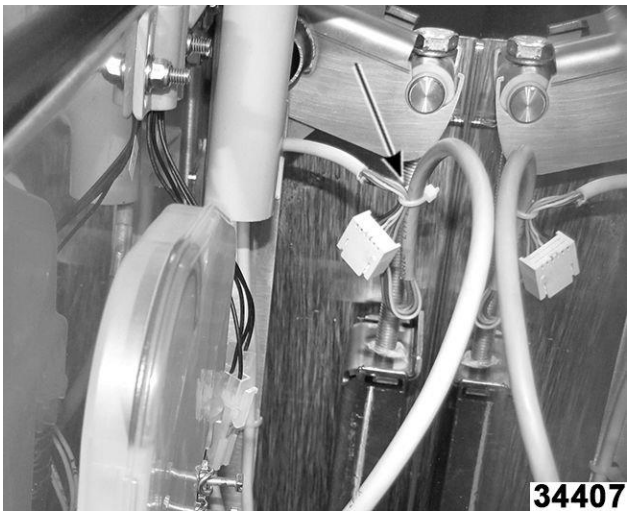

Fig. 59
2. Corte el sujetacables y desconecte el cable de comunicación. Fig. 59